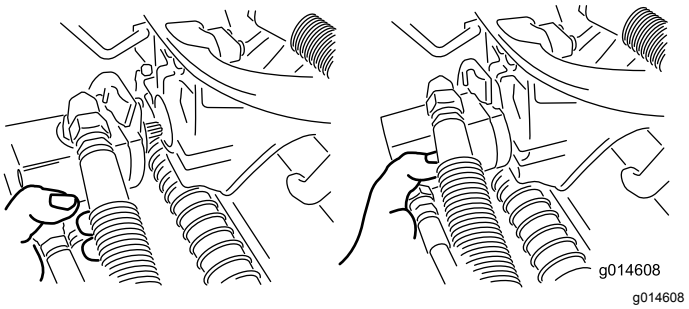

Rysunek 48
3. Umieść silnik w magazynku znajdującym się z przodu ramienia podwieszonego (Rysunek 48).